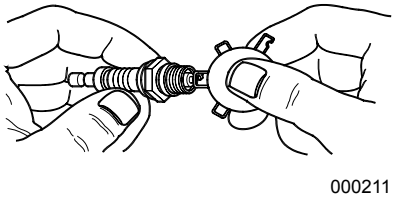

*Figure 4-5. Spark Plug*
4. Inspect electrode gap with wire feeler gauge and reset spark plug gap to 0.6 - 0.7mm (0.024 - 0.028 in). See *Figure 4-5*.